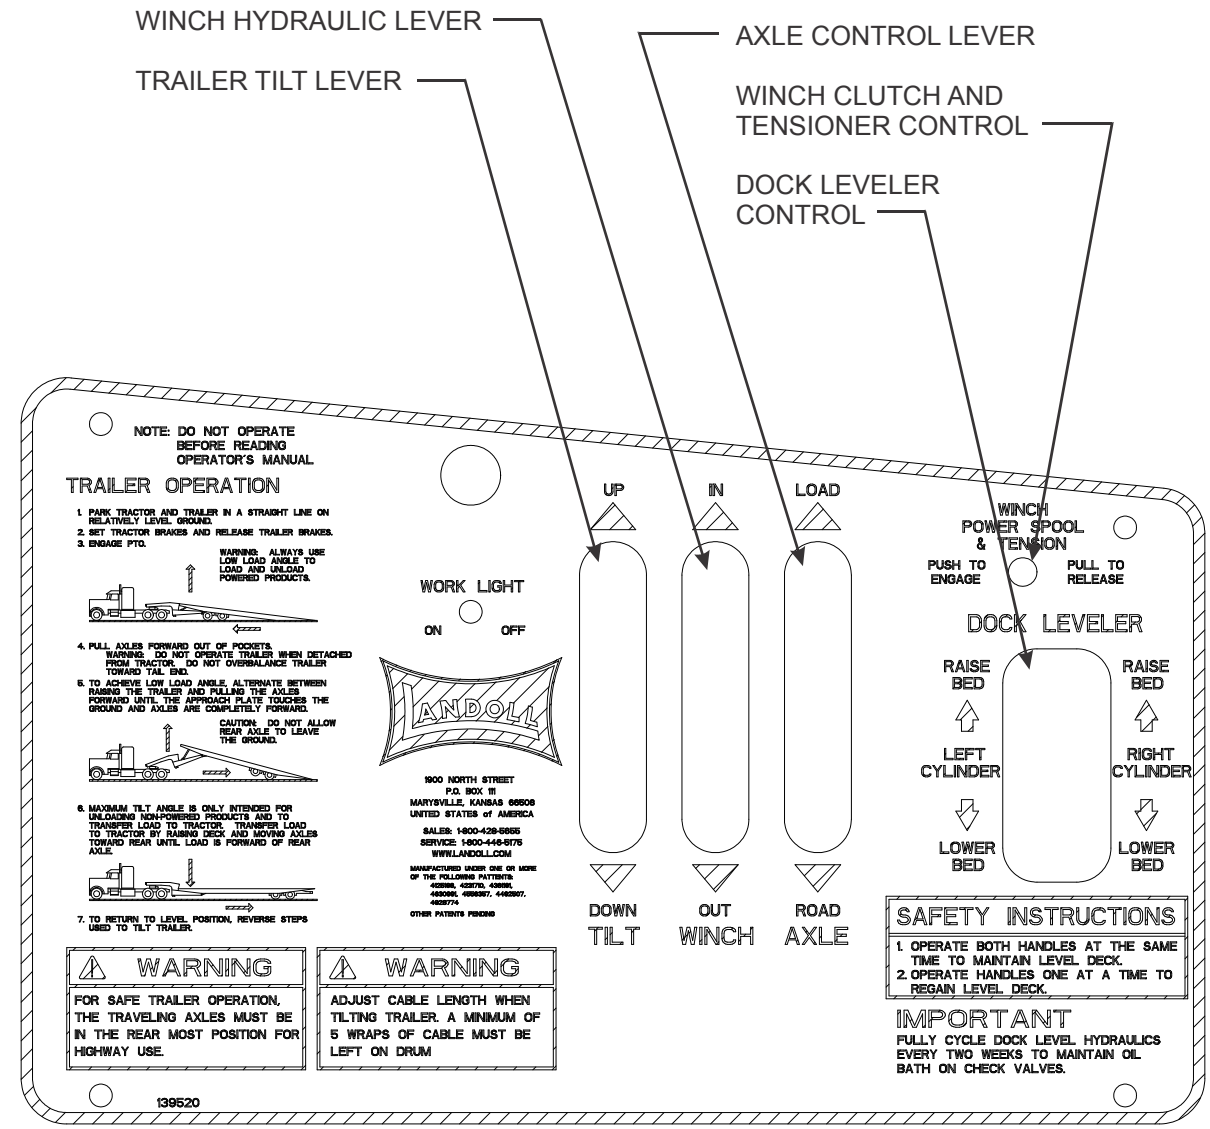

Figure 3-4: Hydraulic Controls
a. For pin drop landing gear, activate the **TRAILER TILT** lever “UP” until weight is off the landing gear. Raise landing gear **(See Figure 3-4.) (See “Trailer Tilt Lever” on page 3-8 for operation of TRAILER TILT lever.)** Secure each leg with a park stand retaining pin in the full “up” position before transporting.